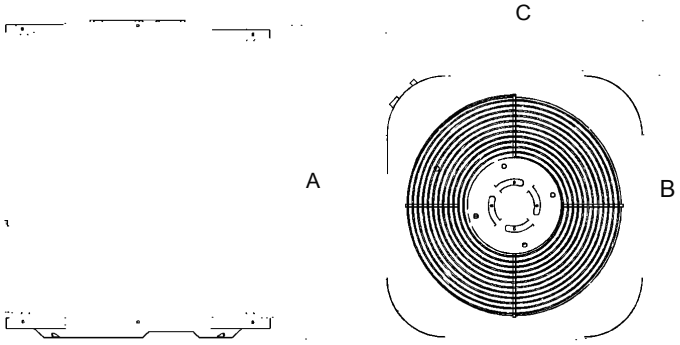

Fig.6-5 *Fig.6-6*
- Distanţa minimă dintre unitatea de exterior şi obstacolele prezentate în graficul de instalare nu înseamnă că se aplică situaţiei unei încăperi etanşe. Lăsaţi deschise două din trei orificii (M,N,P) *(Consultaţi Fig.6-5)*